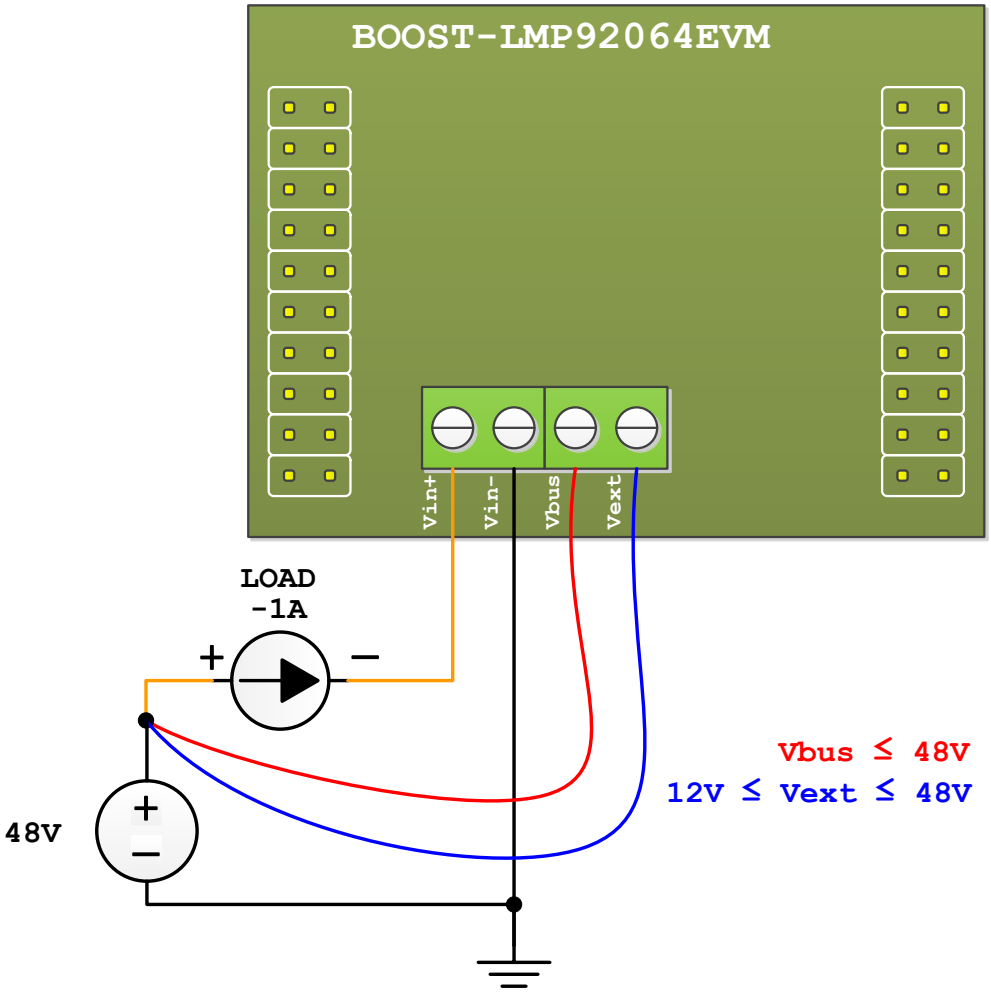

Figure 3. Example setup
2	**Vext** should connect to the positive terminal of the load's power supply or other power supply. On the BoosterPack, this terminal is connected to the step-down converter circuit and the input voltage range is from 12V to 48V. The negative terminal of the power supply should connect to Vin- as shown in Figure 3.
3. Also, connect the positive terminal of the power supply to the Vbus and the Vext terminals of the BoosterPack. It is recommended to use a star connection as depicted in Figure 3.